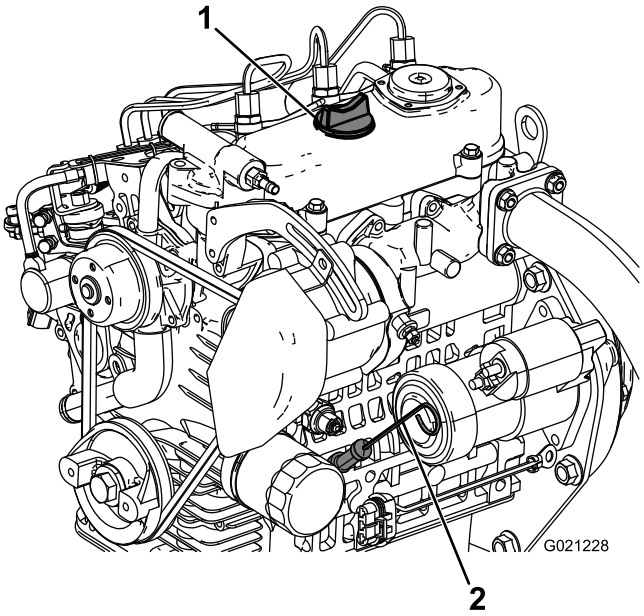

Figuur 13
2. Verwijder de peilstok (Figuur 13) en veeg deze af met een schone doek. Steek de peilstok in de buis. Let erop
3. Als het oliepeil te laag is, moet u de vuldop (Figuur 13) losdraaien en voldoende olie bijvullen totdat het peil de Vol-markering op de peilstok bereikt.